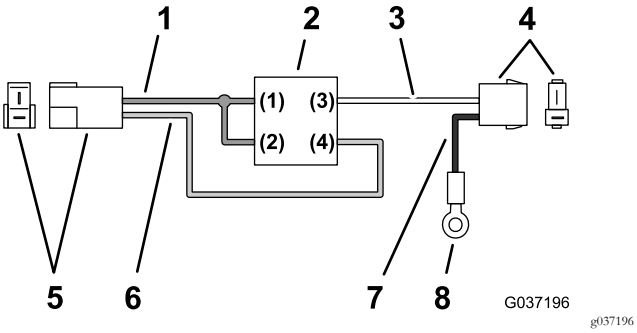

Figure 19
1. Locate the relay and harness assembly as shown in Figure 19.